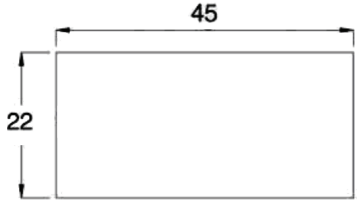

Рис. 5
a. В месте установки вырежьте прямоугольное отверстие размером 45×22 мм (см. рис. 5).